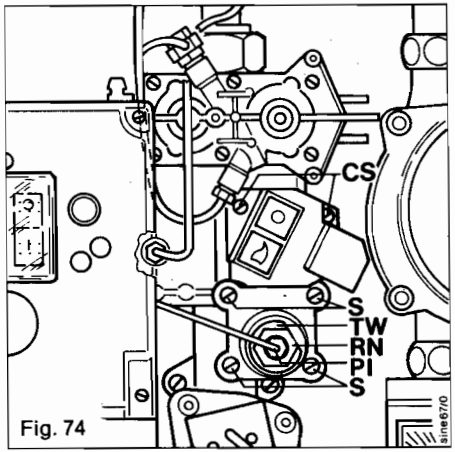

Fig. 74
14.22 Change of thermomagnet unit (Fig. 74)
Turn off the appliance as under 13.2. Disconnect the thermocouple cable from the gas section (PI, Fig. 74).
Remove cover surrounding the push buttons on the gas section (2 screws, CS, Fig. 74).